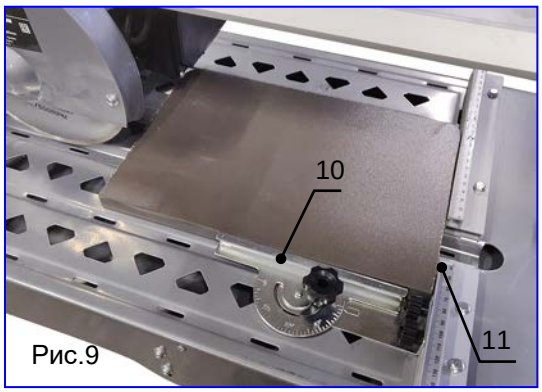

Рис.9
1. Установите угловую направляющую (поз.10, рис.9) в положение 0градусов. Переместите режущую головку в крайнее левое положение.
2. Установите плитку на рабочем столе, прижав её к ограничителю (поз.11, рис.9). На ограничителе имеется шкала для точной резки.